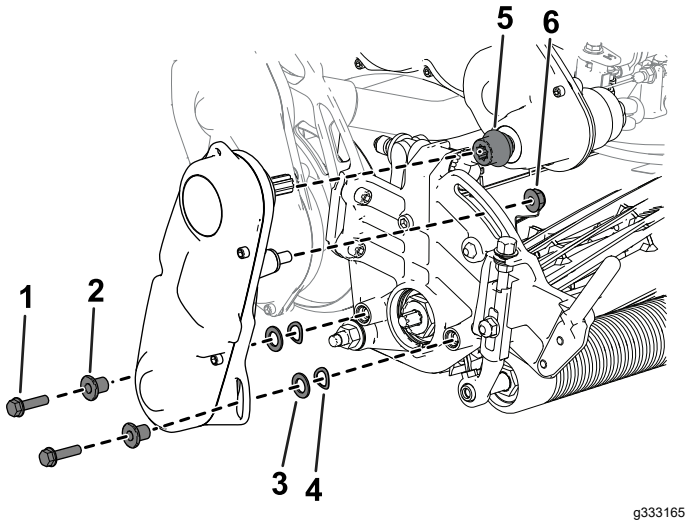

Rysunek 8
D. Zamontuj łącznik na wale napędowym przekładni (Rysunek 8).
E. Wykorzystując wcześniej odkręcone elementy mocujące, zamontuj zespół napędu wrzeciona na zespole tnącym (Rysunek 8).
F. Upewnij się, że łącznik (Rysunek 8) może z łatwością przesuwać się do przodu i do tyłu na wale napędowym przekładni.